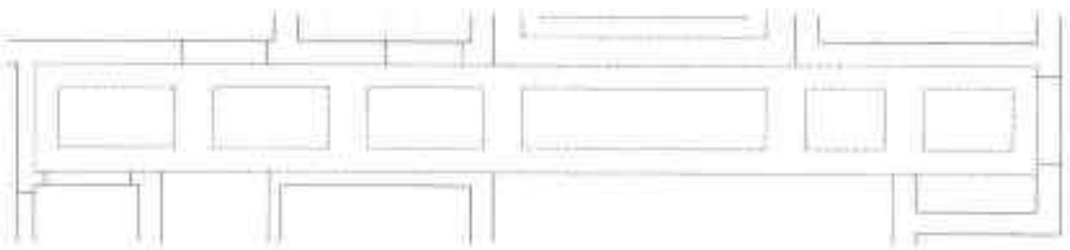

图19-61 修剪图形
Step 08 执行“修剪”命令，对偏移后的图形进行修剪，如图 19-61 所示。